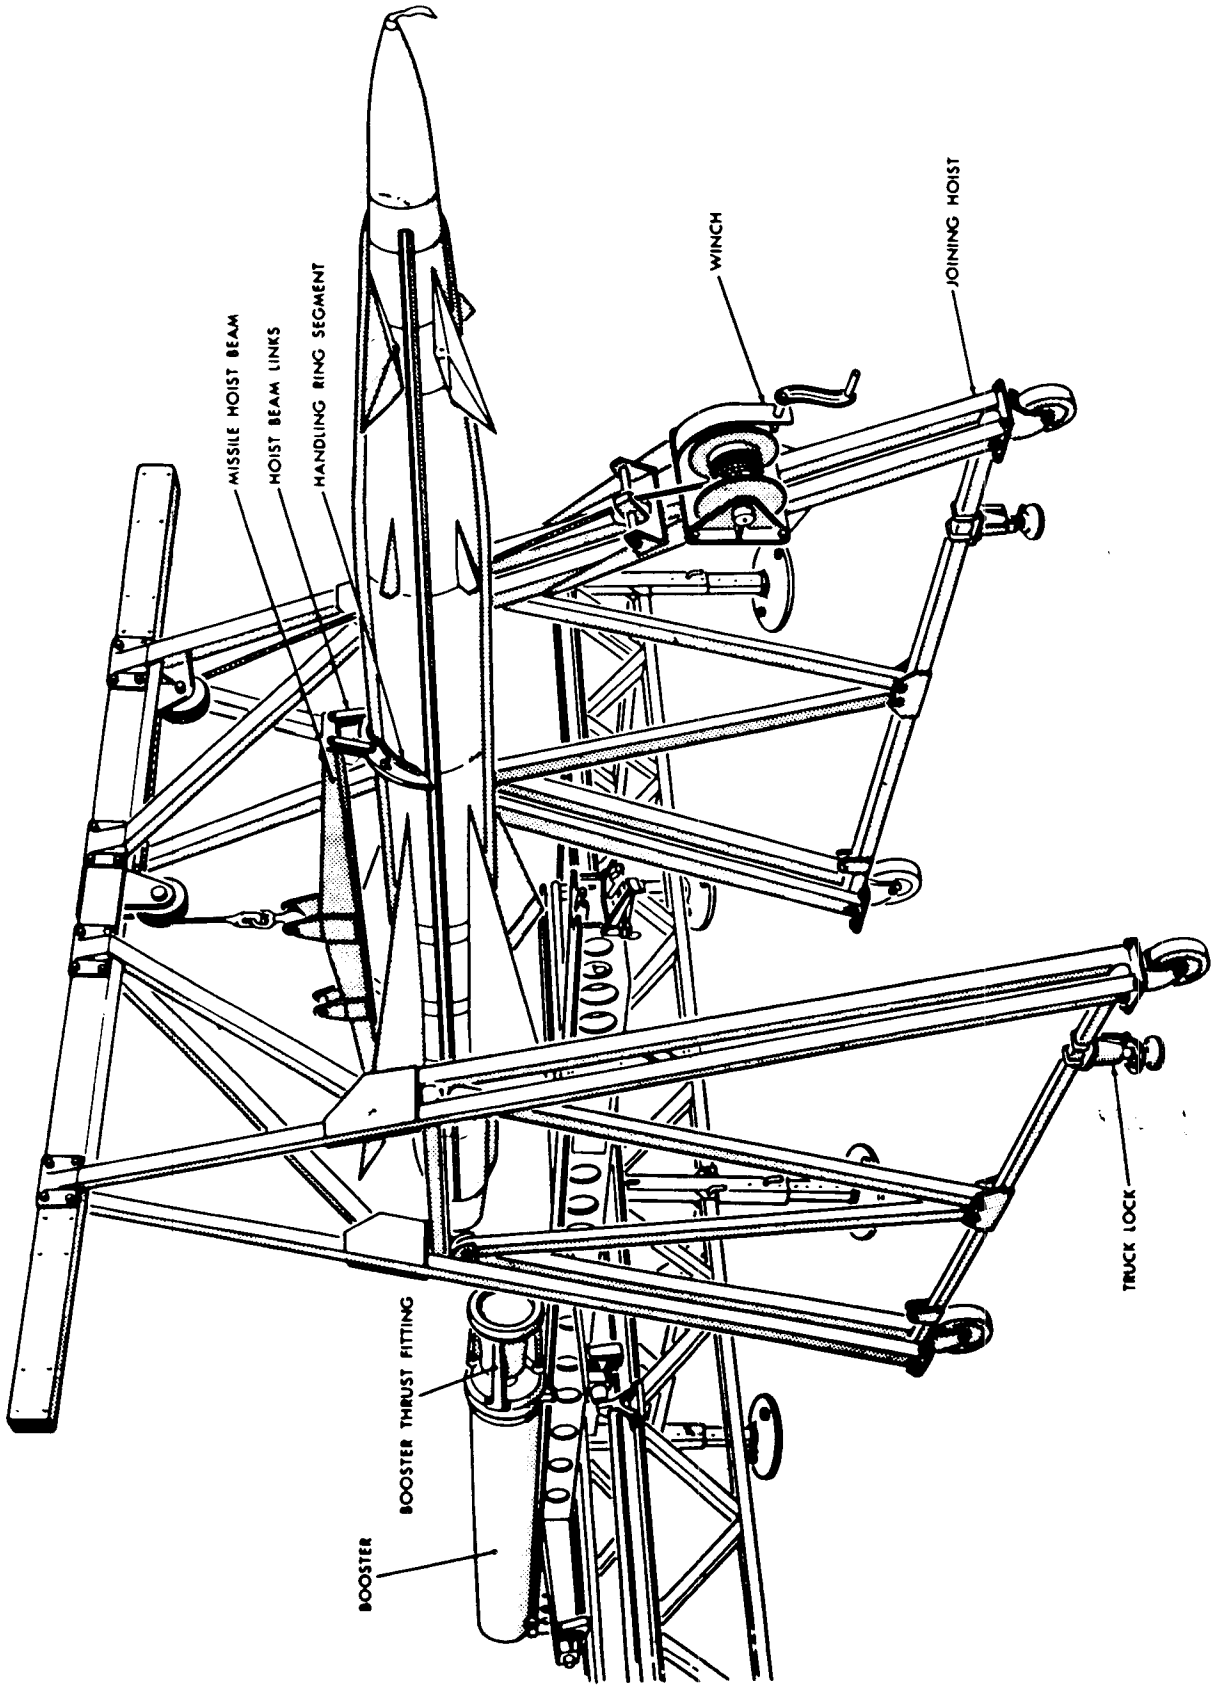

*Figure 169. Missile-booster joining.*
*d. Joining Missile to Booster* (fig. 169).
**8** then positions the crane so that the missile is over the rail (fig. 169).